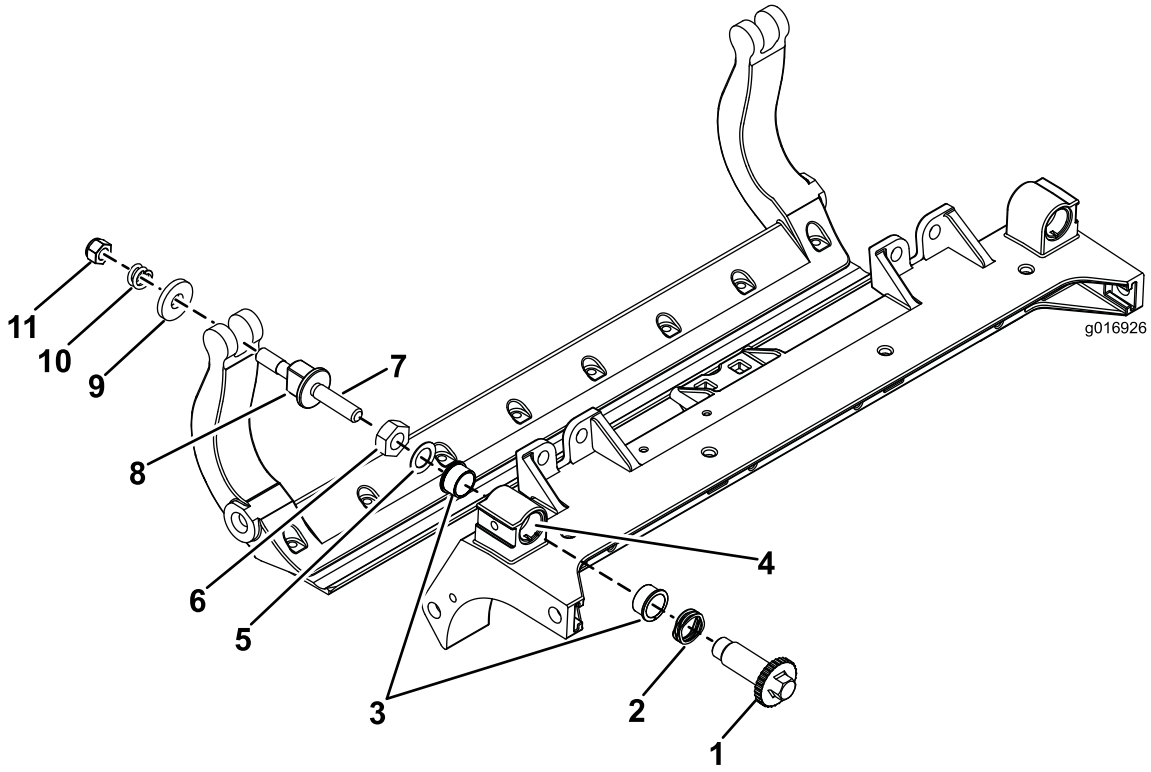

**Figur 30**
1. Fjern alle delene (se *monteringsvejledningen* for HD DPA-sæt modelnr. 120-7230 og Figur 30).
2. Påfør Never Seize på indersiden af støbestykket på klippeenhedens midterste ramme (Figur 30).
3. Ret splitterne på flangebøsningerne ind i forhold til rammen og monter bøsningerne (Figur 30).
4. Monter en flad spændeskive på justeringsakslen og skub justeringsakslen ind i flangebøsningerne i klippeenhedens ramme (Figur 30).
5. Fastgør justeringsakslen med en flad skive og låsemøtrik (Figur 30). Stram låsemøtrikken med et moment på 20-27 Nm.
9. Fastgør bundtværstangen på hver sideplade med boltene (møtrikker på bolte) og 6 skiver. Der skal placeres en nylonskive på hver side af sidepladens nav. Anbring en stålskive på ydersiden af hver nylonskive (Figur 30). Tilspænd bundknivens bolte med et moment på 37-45 Nm. Tilspænd låsemøtrikkerne, indtil den udvendige stålskive holder op med at dreje, og endeslør er fjernet, uden at overspænde eller bøje sidepladerne. Indvendige skiver har muligvis et mellemrum (Figur 30).
10. Stram møtrikken på hver bundtværstangs justeringsanordning, indtil trykfjederen er helt nedtrykket, løsn derefter møtrikken med 1/2 omgang (Figur 30).